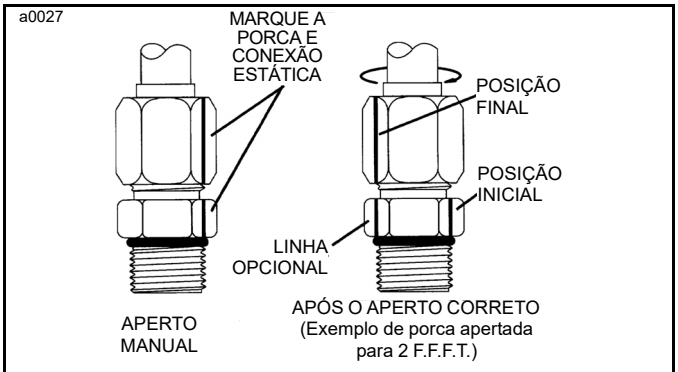

FIGURA 1-5
6. (Opcional para aperto futuro da mesma conexão). Estenda a linha a partir da porca como seu novo local na parte sextavada da conexão ou orifício estático (Figura 1-5).